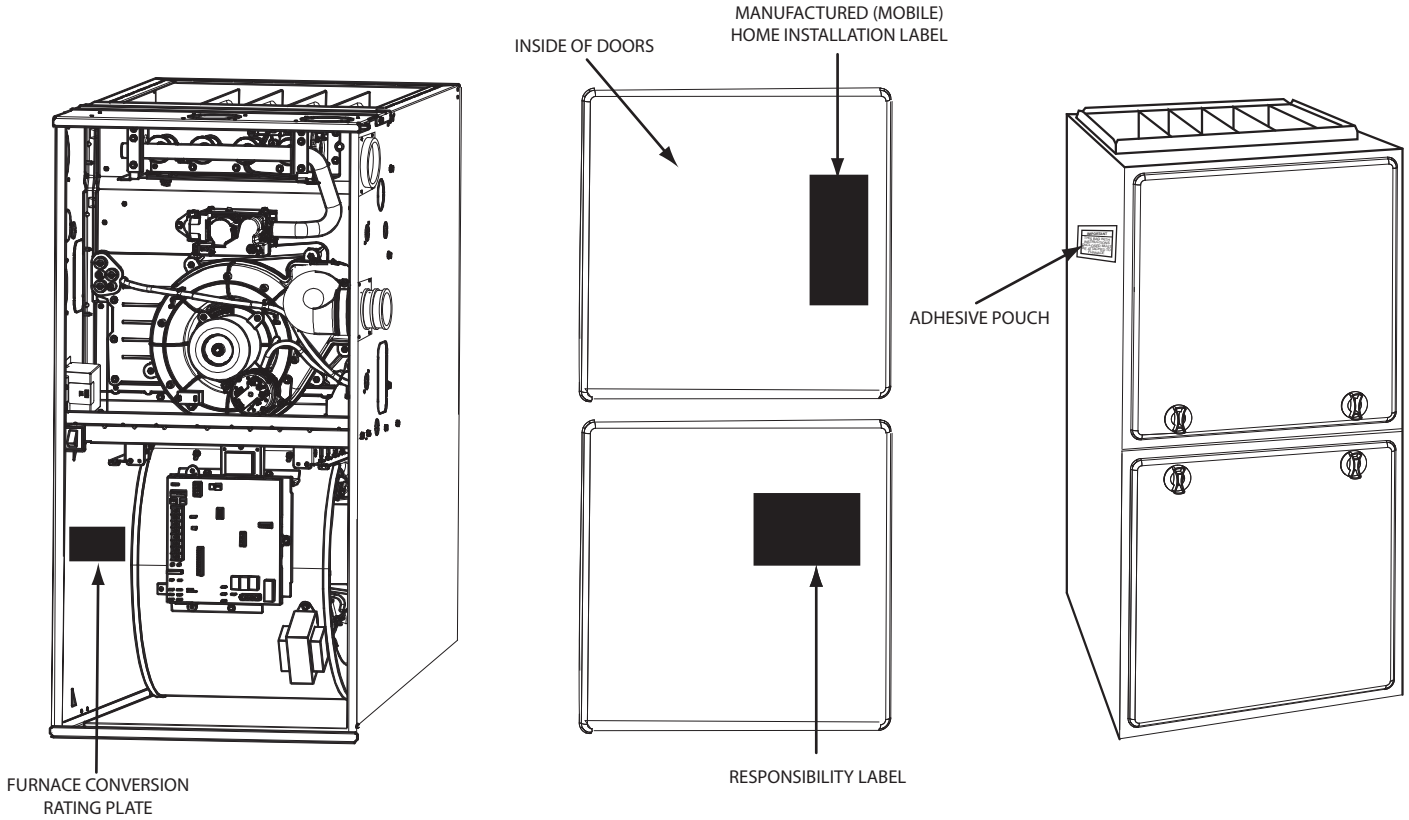

Fig. 5 - Label Locations (Representative Furnace Drawing)
7. Disconnect the connector harness from gas valve Disconnect wires from Hot Surface Igniter (HSI) and Flame Sensor. See Fig. 5.
NOTE: See Fig. 5 for label location.
2. Attach Conversion Rating Plate Label (339868-101) inside of lower left-hand side of controls compartment (downflow) as shown in Fig. 5.